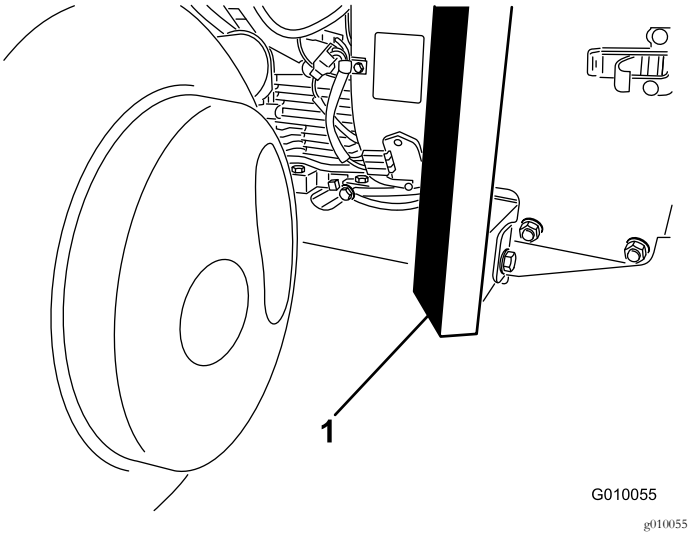

Figuur 40
3. Plaats de krik stevig onder de voorkant van het frame (Figuur 40).